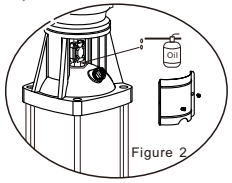

Figure 2
10.1Pump such as longtime need not work,should remove the coupling cover,pour oil on the pump shaft to prevent mechnical sealing surface sticky,then heavy coupling cover.(Figure2)